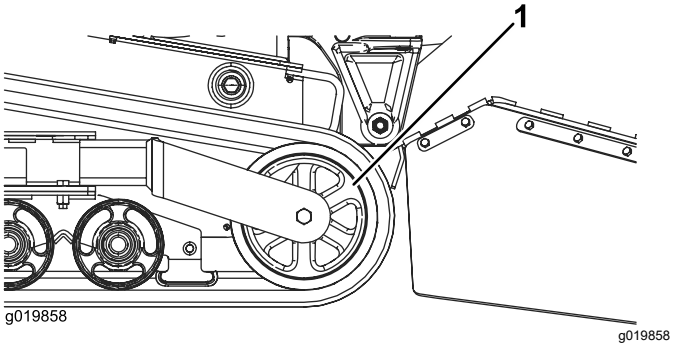

Figur 47
5. Tryck spännhjulet bakåt så långt som möjligt (Figur 47).
7. När larvbandet inte längre sitter på spännhjulet kan du ta av det från maskinen (Figur 47).